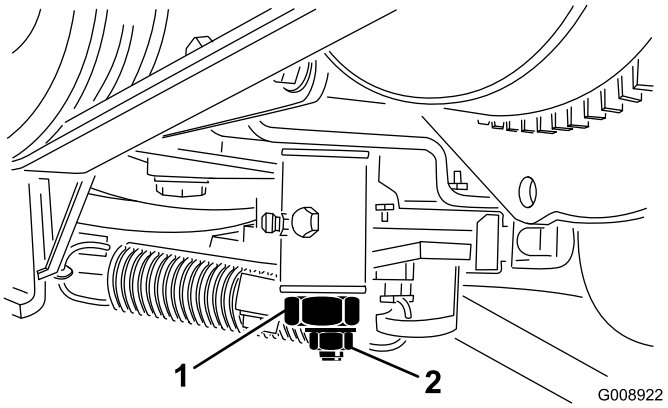

Figur 51
2. Løsn gaskabelforbindelsesdelen på indsprøjtningspumpens løftearm (Figur 51).